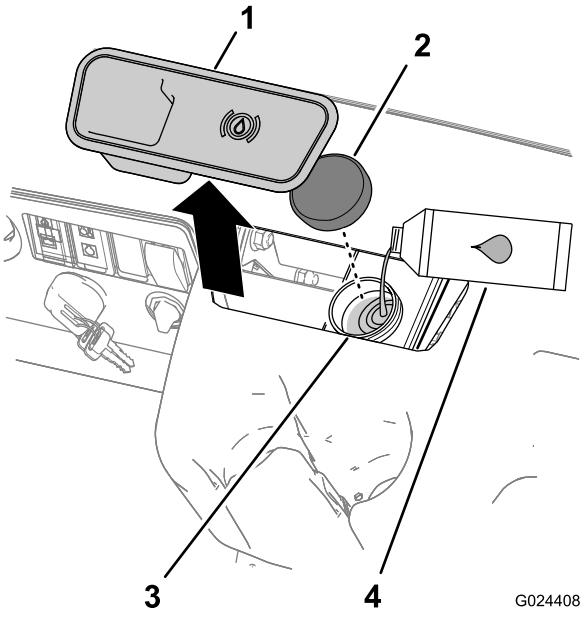

Figur 17
2. Fjern gummipluggen i midten og oppå dashbordet for å få tilgang til hovedbremsesylinderen og -beholderen (Figur 17).
A. Rengjør området rundt beholderen, og ta av lokket (Figur 17).
C. Sett lokket på beholderen (Figur 17).